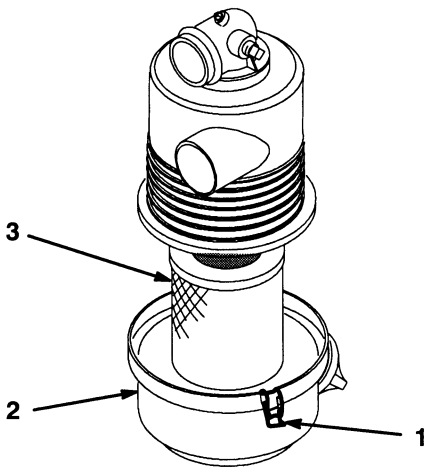

Afbeelding 22
3. Maak de sluitingen los waarmee de kap van het luchtfilter is bevestigd aan het luchtfilterhuis. Verwijder de kap van het luchtfilterhuis. Reinig de binnenkant van de luchtfilterkap (Afb. 22).
4. Schuif het filter voorzichtig uit het luchtfilterhuis om de hoeveelheid stof die loskomt te beperken (Afb. 22). Stoot het filter niet tegen het luchtfilterhuis.